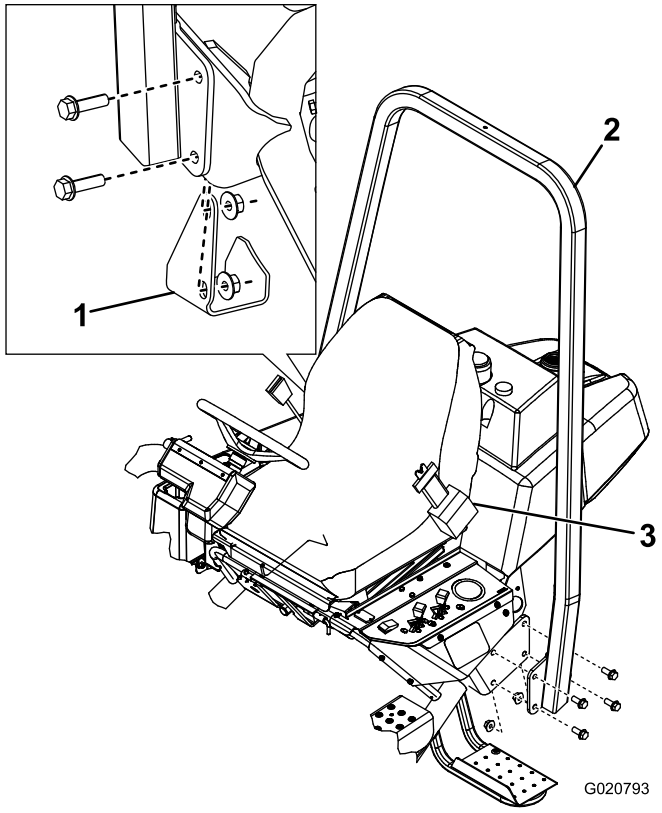

Bild 6
2. Senken Sie den Überrollschutzrahmen (Bild 6) auf die Befestigungshalterungen ab. Fluchten Sie die Befestigungslöcher aus.